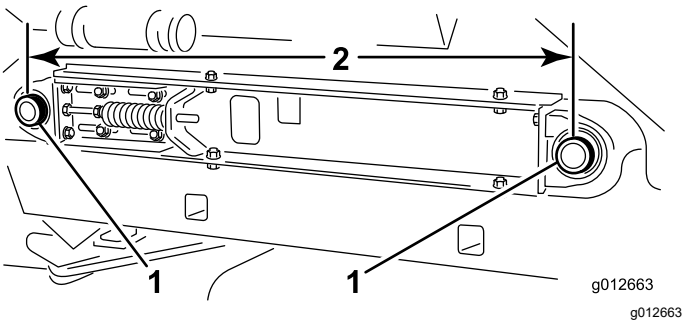

Figur 26
7. Mål avstanden mellom midtre punktene på båndvalseakslene på hver side av maskinen for å sikre at målingene er like (Figur 26).